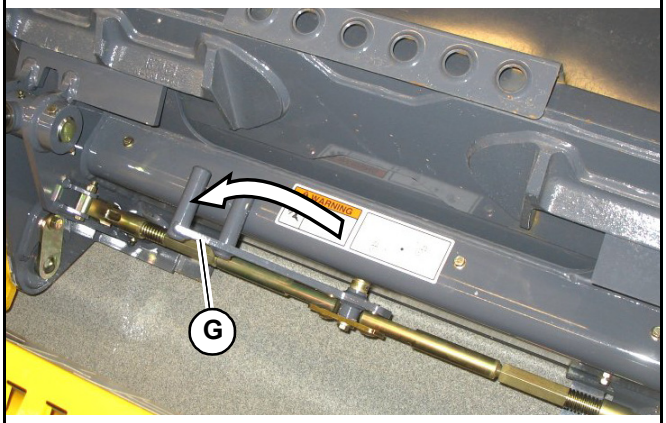

Fig. 63 – Attachment Hitch – Locked
3. Lower the lift arm so tabs (J) on the top of the attachment plate are aligned just under hooks (K) on the back of the attachment.
4. Tilt the attachment plate back until tabs (J) on the top of the attachment plate are engaged against hooks (K) on the back of the attachment.
5. Raise the lift arm slightly until the attachment is hanging from hooks (K) and tabs (J) are firmly inserted into the hooks. Tilt the attachment plate back, if necessary, so the back of the attachment is resting flat against the attachment plate.
6. Place the attachment lock into the locked position (Fig. 63):
- Power-A-Tach® system hitch – Press the top of hitch lock switch (I) until safety flags (H) have moved all the way out.
- Manual attachment hitch – move hitch lock lever all the way to the left (G).
To prevent unexpected release of the attachment from the hitch, be sure to properly secure the hitch latch pins by hitch lock lever (G, Fig. 63) all the way to the left (manual All-Tach® hitch) or by ensuring that the safety flags (H, Fig. 63) are all the way to the outside (Power-A-Tach® hitch).